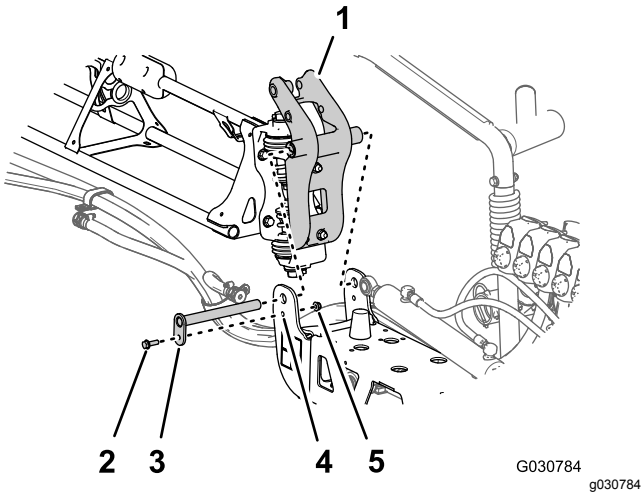

Figur 121
3. Rett inn hylsene i svingkoblingen med hullene i flensene på svingbraketten i enden av den midtre spredersekSjonen (Figur 121).